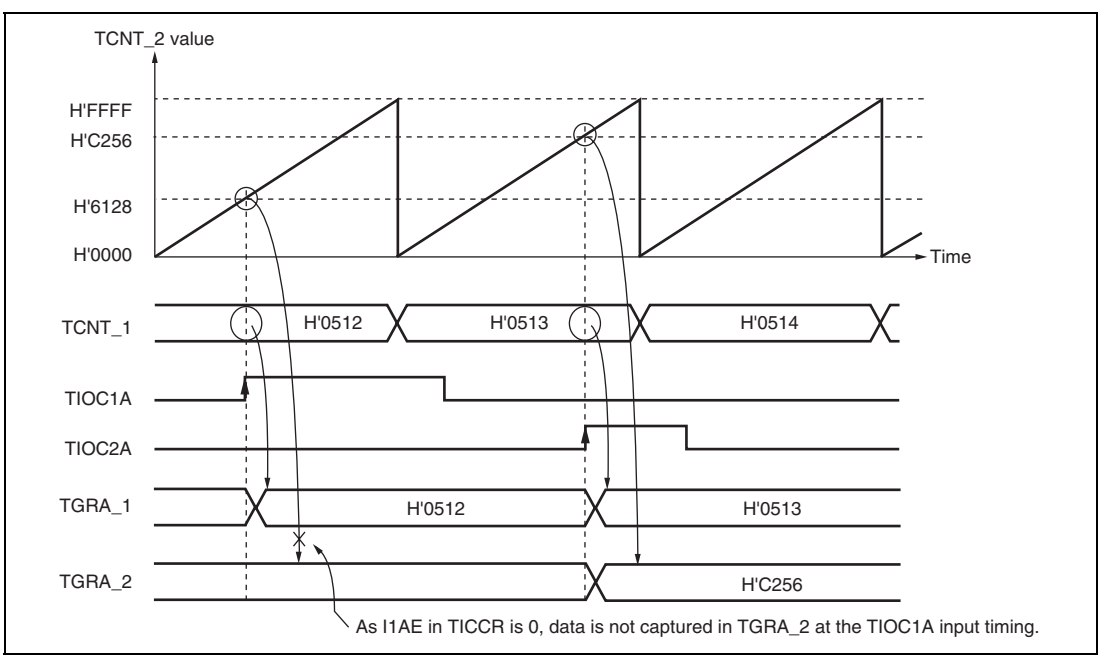

**Figure 10.22 Cascaded Operation Example (b)**
**Cascaded Operation Example (b):** Figure 10.22 illustrates the operation when TCNT_1 and TCNT_2 have been cascaded and the I2AE bit in TICCR has been set to 1 to include the TIOC2A pin in the TGRA_1 input capture conditions. In this example, the IOA0 to IOA3 bits in TIOR_1 have selected the TIOC1A rising edge for the input capture timing while the IOA0 to IOA3 bits in TIOR_2 have selected the TIOC2A rising edge for the input capture timing.